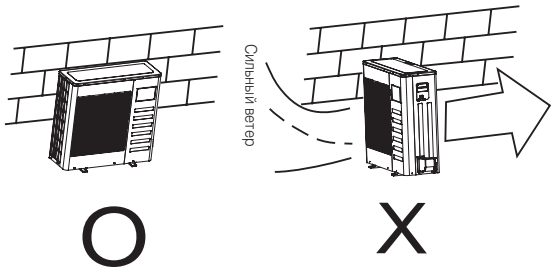

Рис. 5-1
- Если наружный блок устанавливается с наветренной стороны (например, на побережье), его нужно располагать по длине (вдоль стены) или использовать защитные экраны, поддерживая, таким образом, эффективную работу вентилятора (рис. 5-1).